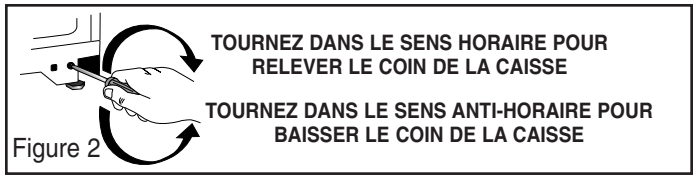

Figure 2
- Les modèles de réfrigérateur dotés de roulettes réglables peuvent être mis d'aplomb en retirant la grille de plinthe et en ajustant les roulettes avec un tournevis ou un tourne-écrou de ¼ po (figure 2).